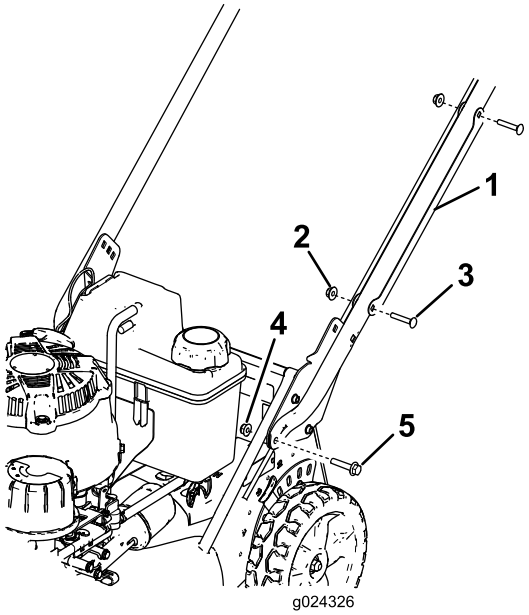

Figur 3
1. Avlägsna kabelskyddet från handtaget (Figur 3) genom att ta bort de två vagnskruvarna och två låsmuttrarna som håller kabelskyddet på plats.
2. Montera handtagsändarna på klipparkåpan med två sexkantsflänsskruvar (5/16 x 1 1/2 tum) och två flänsmuttrar (5/16 tum) enligt Figur 3.
1. Vagnskruv – 5/16 x 1–1/2 tum (2)
2. Handtagsfäste (2)
3. Flänsmutter – 5/16 tum (2)
6. Placera kabelskyddet på handtaget med kabeln eller kablarna innanför skyddet. Fäst skyddet på handtaget med de två vagnskruvarna och två låsmuttrarna som du tidigare tog bort (Figur 3).